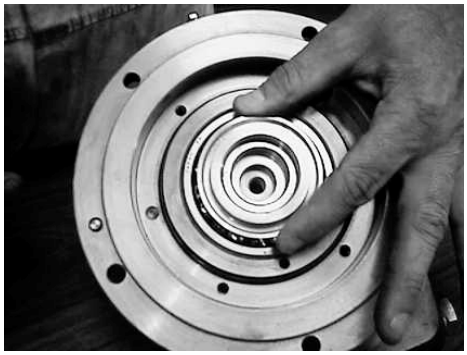

Fig. 36
8.05 Install the Front Oil Thrower (61.75) onto the Drive Shaft. - **Fig. 36**